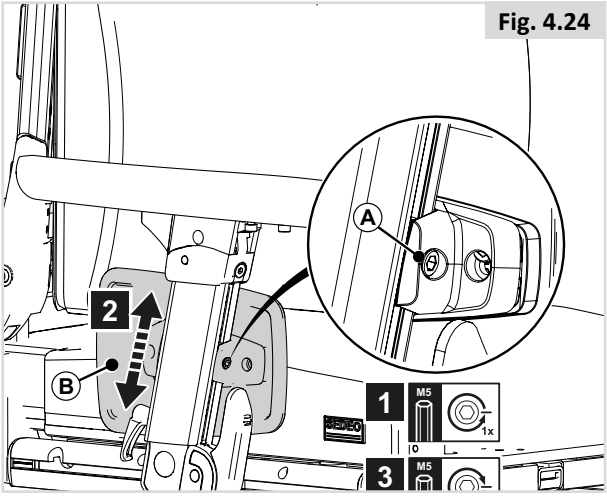

Fig. 4.24
Hoogte zijkussen (fig. 4.24)
Om de achterste schroef bij een lage armleggerhoogte te bereiken, draait u schroeven (A) van fig. 4.24 los en past u eerst de hoek van het kussen aan.